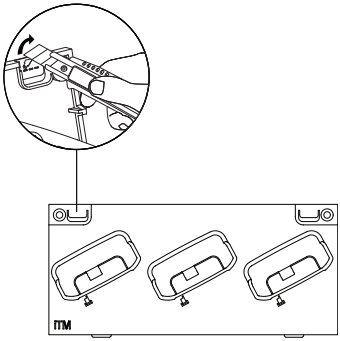

Рис. 11. Відламайте або відріжте захисну пластину гнізда для заряджання.
2. Щоб вивести кабель для програмування, відламайте або відріжте захисну пластину гнізда для заряджання (див. Рис. 11).